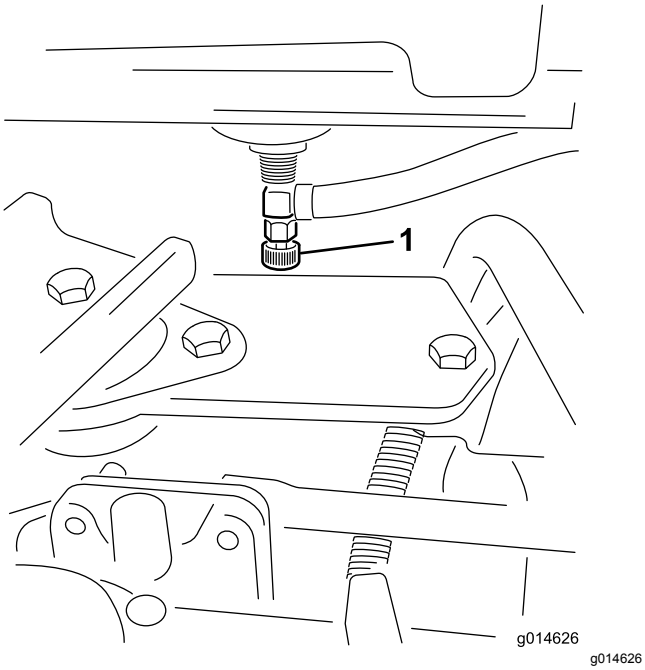

**Figuur 33**
1. Sluit de brandstofafsluitklep (Figuur 33) onder de brandstoftank.